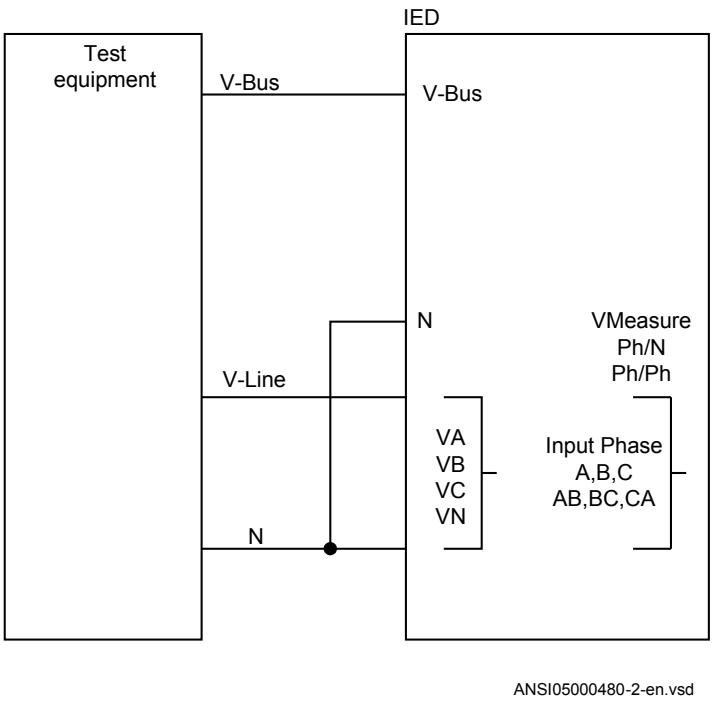

Figure 61: General test connection with three-phase voltage connected to the line side
Figure 61 shows the general test connection principle, which can be used during testing. This description describes the test of the version intended for one bay.
1. Use the same basic test connection as in figure 61.